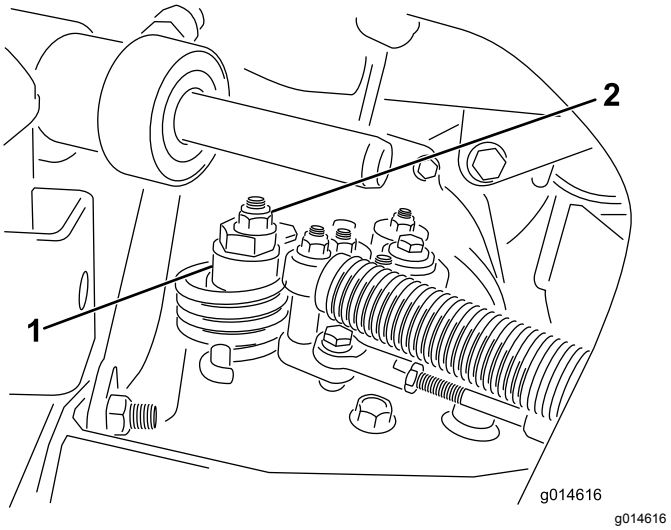

Figura 39
A. Afloje la tuerca que sujeta el excéntrico a la parte superior del hidrostato (Figura 39).
C. Gire el excéntrico hasta que no haya movimiento en ningún sentido. Cuando la rueda deje de girar, apriete la tuerca para bloquear el excéntrico y el ajuste (Figura 39). Compruebe el ajuste con el acelerador en las posiciones LENTO y RÁPIDO.